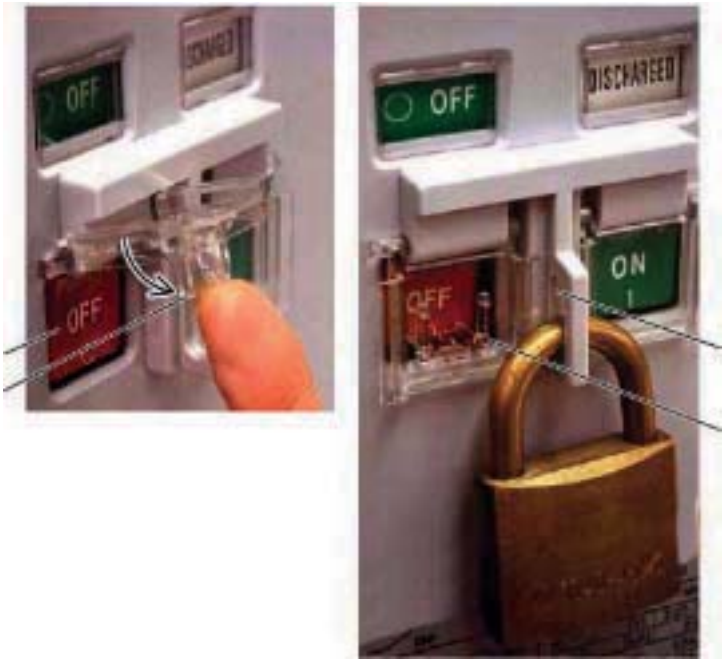

Рис. 27. Блокировка кнопки выключения
1. Откройте крышку кнопки выключения, показанную на рис. 27.
3. Заблокируйте крышку кнопки с помощью висячего замка со скобой ∅ 6 мм (можно использовать до 3 замков), как это показано на рис. 27. кнопка выключения блокируется в отжатом состояни, что не позволяет нажать кнопку включения.